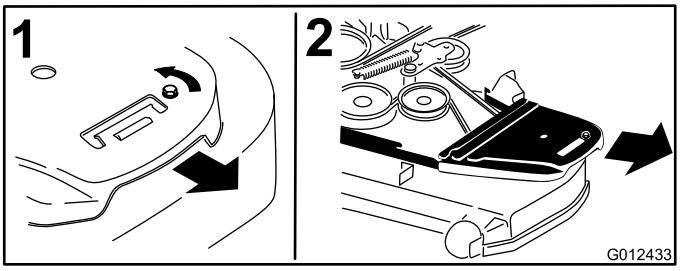

Figura 72
4. Retire las cubiertas de las correas y los pernos que están sujetos a las mismas (Figura 72).